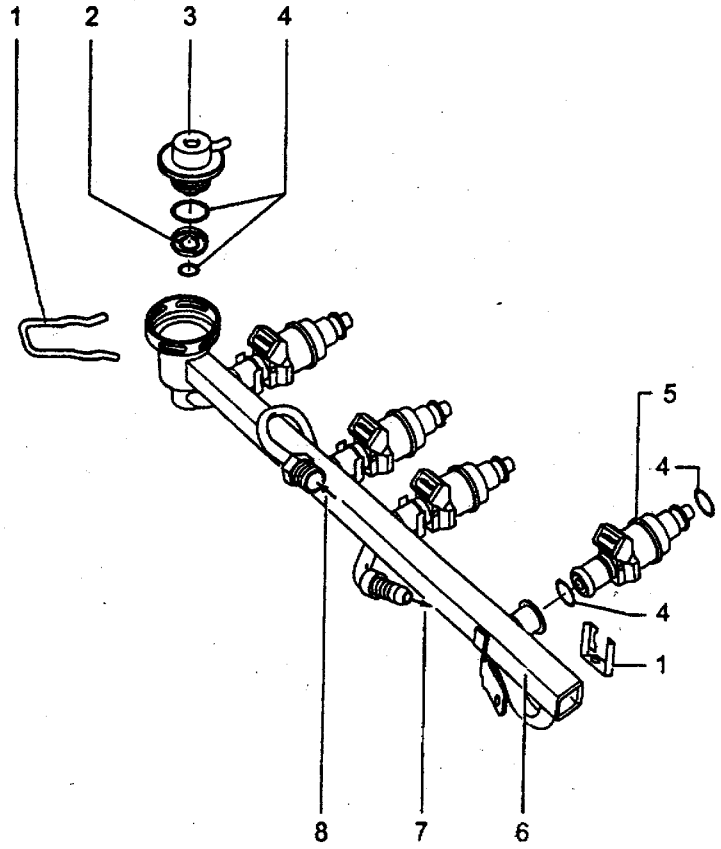

图 2－11　带喷嘴的燃油分配管的分解和装配
④电路图
(2) 检查条件：
①29 号保险丝必须正常，见图 2－2。
②蓄电池电压至少应 11.5V。
③燃料泵电器必须正常。
(3) 检查过程：